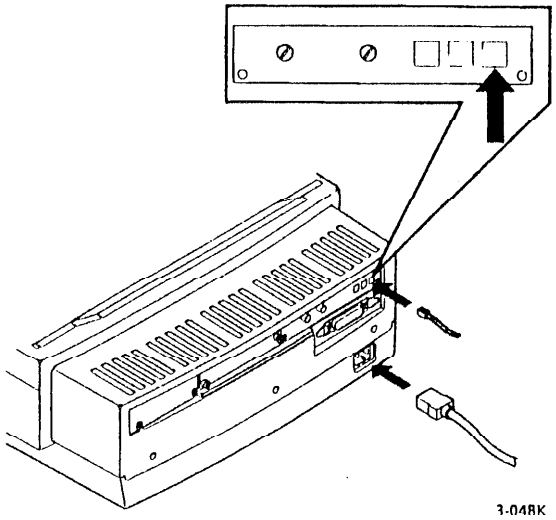

Рис. 1 Подключение телефонной линии и кабеля питания
1. (Рис. 1): Вставьте конец телефонного кабеля в гнездо телефонной линии на задней панели аппарата.